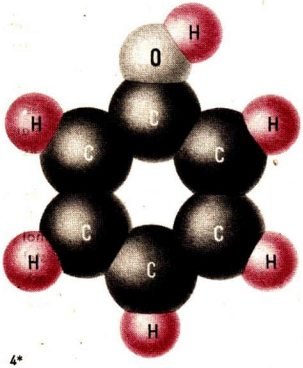

Abb. 23 Molekülmodell und Strukturformel von Phenol
Phenol C_6H_5OH kann als Sauerstoffderivat des Benzols aufgefaßt werden. Es gehört nicht zu den Alkoholen. Man kann es als Substitutionsprodukt des Benzols betrachten, bei dem ein Wasserstoffatom des Benzolmoleküls durch eine Hydroxylgruppe ersetzt ist (Abb. 23). Die Hydroxylgruppe ist durch Atombindung an ein Kohlenstoffatom des aromatischen Ringes gebunden. Der aromatische Zustand des Kohlenstoffringes ist durch ein Elektronensextett gekennzeichnet. Er wirkt sich auf die Hydroxylgruppe aus, so daß zwischen Sauerstoffatom und Wasserstoffatom eine Atombindung mit teilweisem Ionencharakter ausgebildet wird. ②